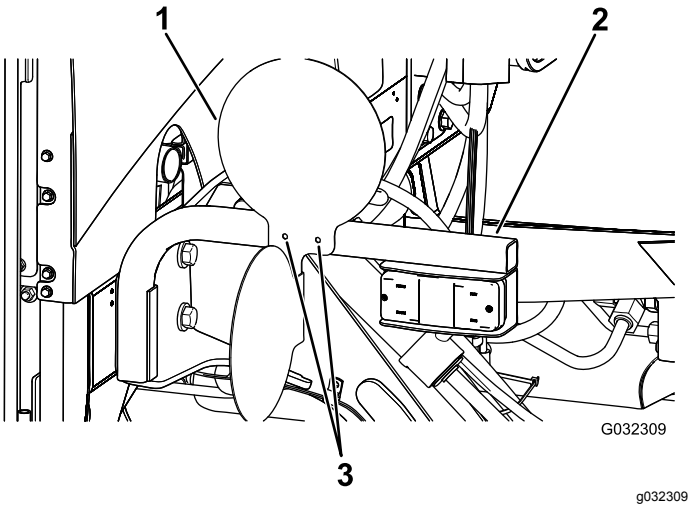

Bild 34
1. Fluchten Sie die Platten mit den vorhandenen Löchern in den Lampenhalterungen aus (Bild 34).